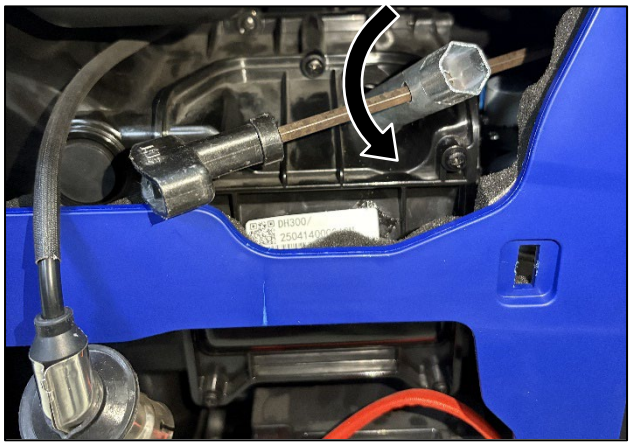

Figure 43 Remove the Spark Plug
4. Use a spark plug socket wrench to remove the spark plug from the cylinder head by unscrewing it anti-clockwise (see Figure 43).